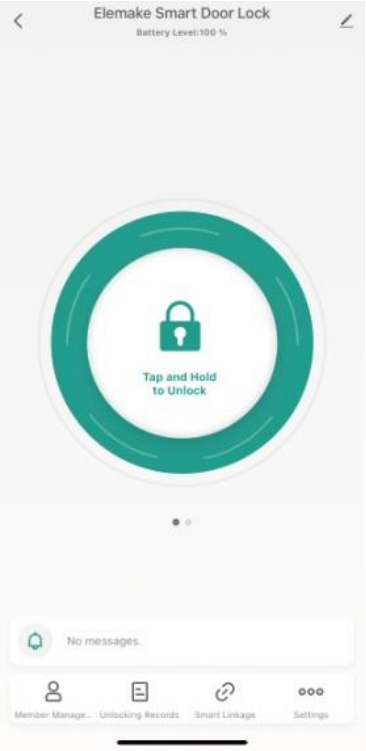

Figure Q-3
(3) Long distance unlocking (See **Figure Q-3)**